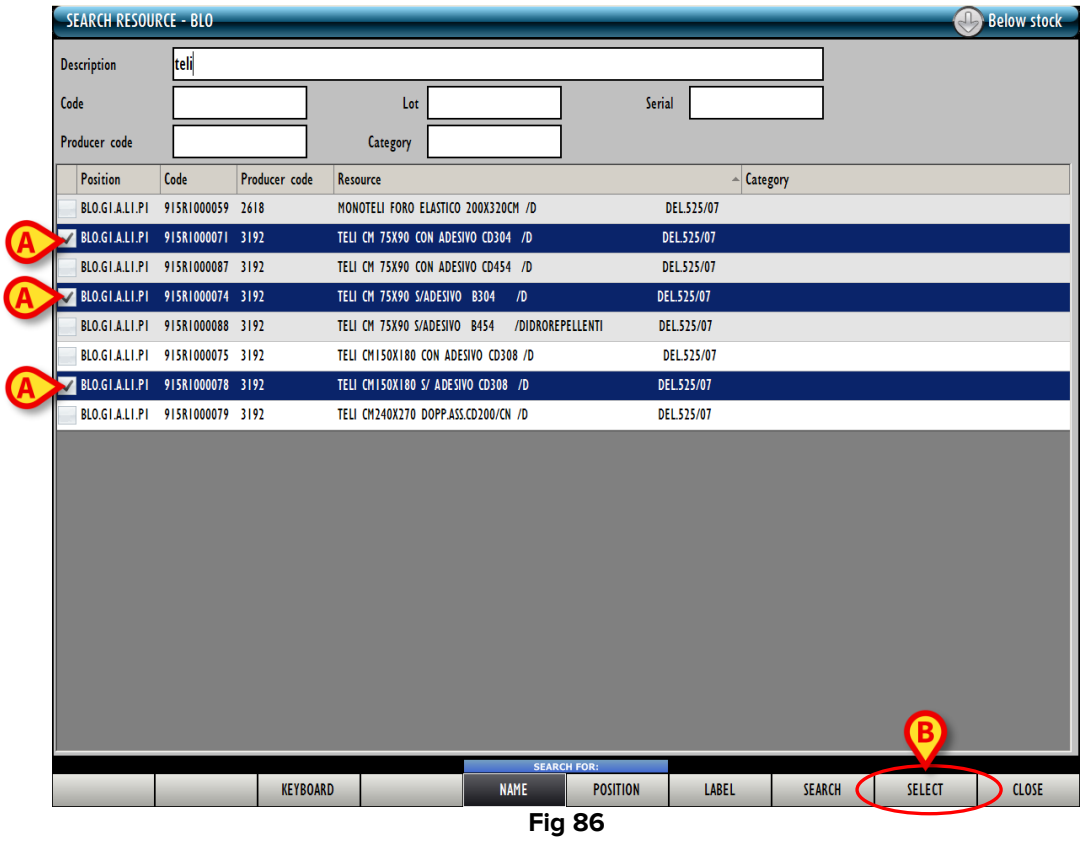

Fig 86
The corresponding row/s is/are highlighted (Fig 86 **A**).
- Click the **Select** button on the command bar (Fig 86 **B**).
The selected resource/s is displayed in the “materials transfer” screen (Fig 86 **A**).